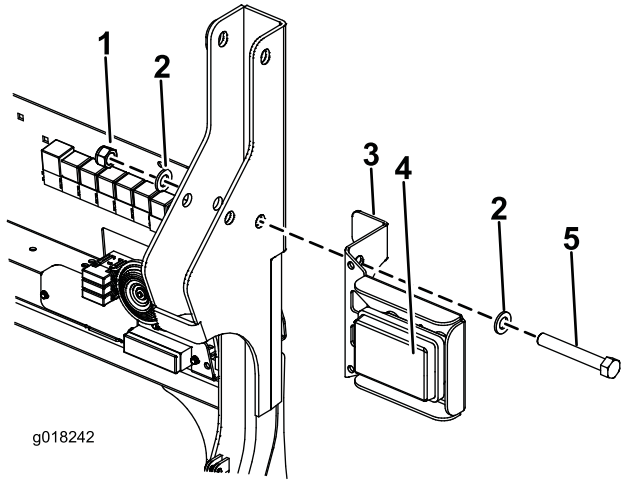

Figur 3
9. Rikta in det övre hålet på höger bakljusfäste med hålet på vältskyddet och för in den nya skruven (M16 x 110 mm) (Figur 3). Återanvänd de befintliga brickorna.